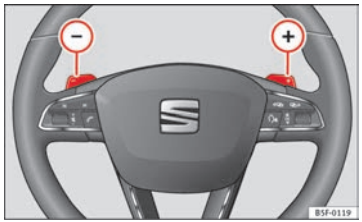

Fig. 96 Volante: alavancas para caixa de velocidades automática
– Pressione a alavanca de mudanças ⊕ para engrenar uma mudança mais alta ⇒ Fig. 96.